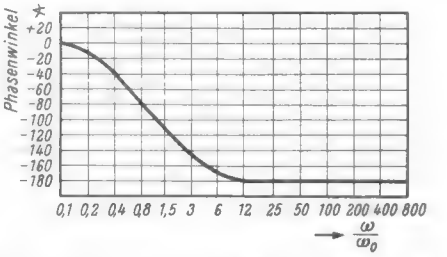

Bild 10. Verlauf des Phasenwinkels zwischen den Spannungen beider Lautsprecher beim Stereo-Betrieb in Abhängigkeit von der Frequenz
Bild 10 zeigt entsprechend Gleichung (9) noch den Verlauf des Phasenunterschiedes zwischen den Spannungen beider Lautsprecher beim Stereo-Betrieb. Da die Phasenlage zwischen beiden Lautsprechern im Bereich der Übergangsfrequenz f_0 nicht plötzlich von 0° auf 180° springt, sondern ganz allmählich übergeht, sind die Abstrahlungsverhältnisse im Frequenzbereich um f_0 mit Berücksichtigung des Lautsprecherabstandes a ziemlich unübersichtlich.
Die Darstellung nach *Bild 11* zeigt die Bild 10 entsprechende äquivalente Laufzeitdifferenz zwischen den Spannungen beider Lautsprecher in Abhängigkeit von der Frequenz. Die Übergangsfrequenz wurde empirisch festgelegt und beträgt f_0 = 460 Hz. Die Laufzeitdifferenz strebt sowohl bei tiefen als auch bei hohen Frequenzen gegen Null und durchläuft im Bereich um 250 Hz ein Maximum.